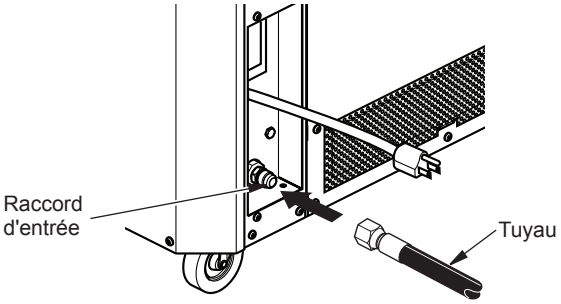

Figure 8 - Tuyau et raccord d'entrée
3. Connectez le tuyau au raccord d'entrée (voir figure 8). Resserrez fermement avec une clef.